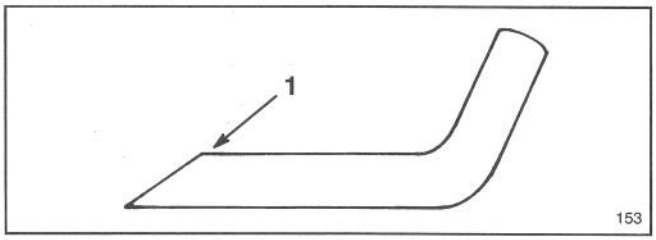

Afbeelding 16
6. SLIJPEN VAN HET MES—Slijp de bovenkant van het mes (zijde gericht naar bovenkant maaikast) met een vijl en behoud de oorspronkelijke snijhoek (Afb. 16). Het mes blijft in evenwicht, wanneer van beide snijkanten evenveel wordt weggeslepen.